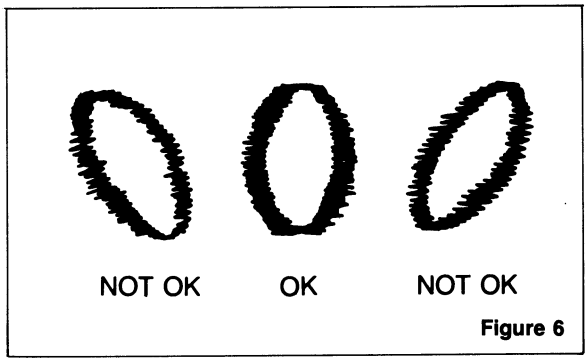

Figure 6
- Adjust VR204 so that the Lissajous figure on the oscilloscope resembles the figure shown in Figure 6.